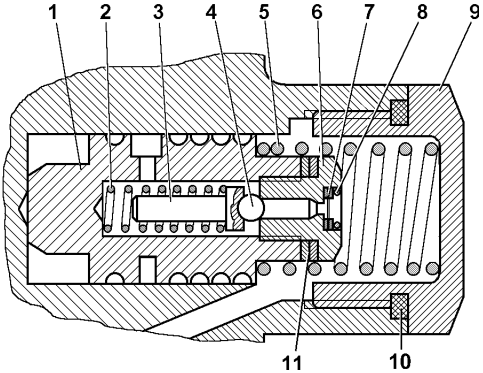

Рис. 9.52. Расходный и предохранительный клапаны насоса:
1. Отверните пробку-заглушку 9 (рис. 9.52), расположенную над выходным отверстием насоса.